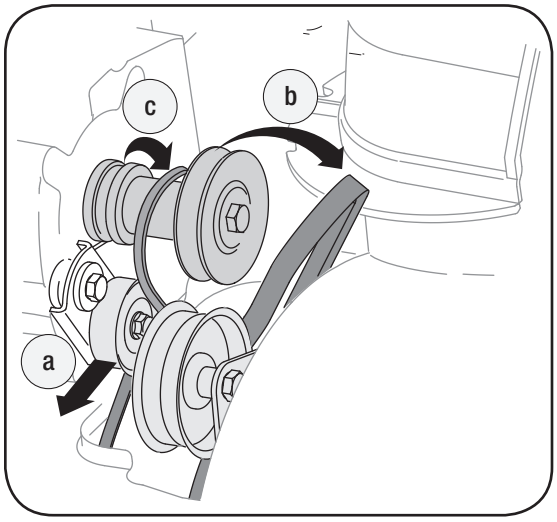

Figure 6-9
1. Retirez le couvre-courroie en plastique sur le devant du moteur en enlevant les deux vis auto-taraudeuses. Voir la Figure 6-9.